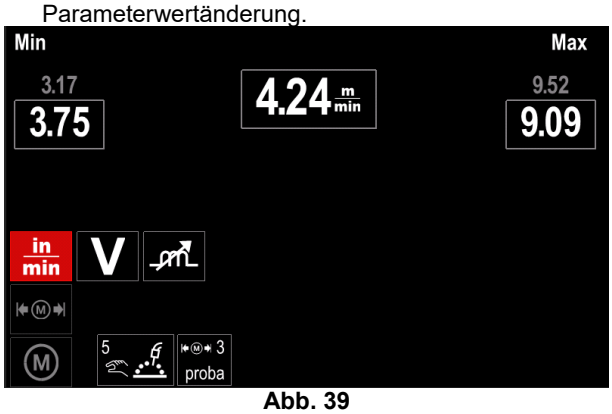

Abb. 39
- Abbildung 39 zeigt die Wirkung der Parameterwertänderung.